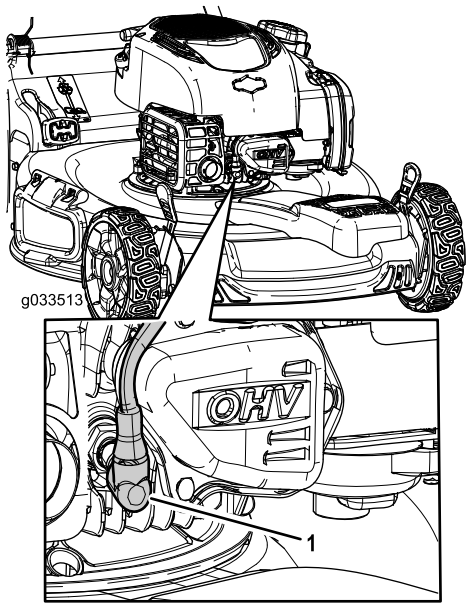

Figur 30
2. Lossa tändkabeln från tändstiftet (Figur 30) innan du utför underhåll.